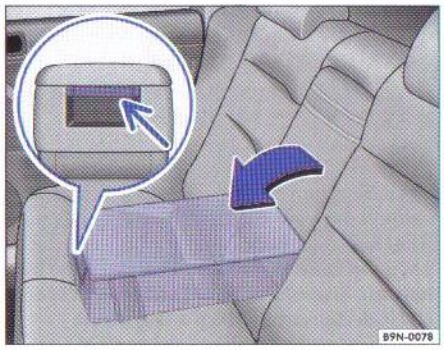

Fig. 40 Cotiera spate cu spațiu de depozitare
– Rabatați cotiera în sensul săgeții ⇒ fig. 40 în jos.